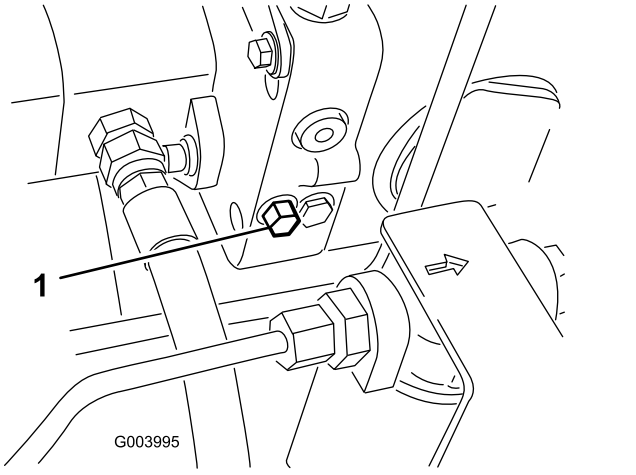

图34
1. 将旁通阀螺栓旋转 1-1/2 圈打开旁通阀并允许油在内部分流图34。